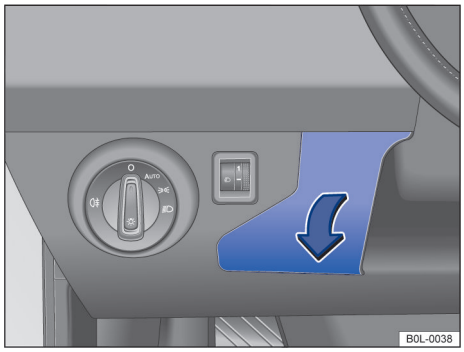

图 121 驾驶员侧仪表板：保险丝盒盖板
– 抓住盖板 →图 121 的表面并将盖板沿箭头方向外拉。 ◁